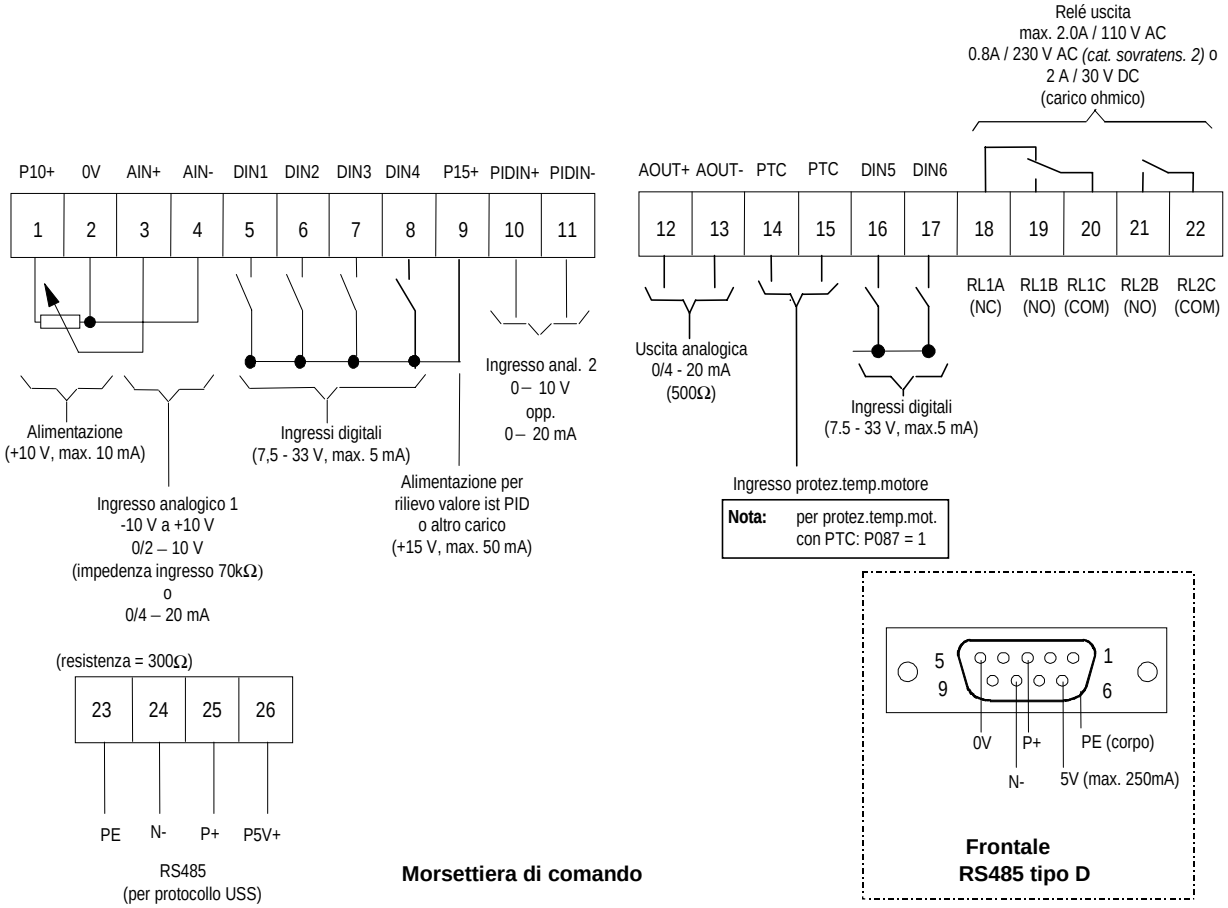

Fig. 2.2.4:Allacciamenti di comando - MICROMASTER Vector
E' necessario un cacciavite con piccola punta (max. 3,5 mm) per aprire e chiudere i morsetti WAGO della morsettiera di comando *(vedi fig. 2.2.4)*. Serrare le viti di allacciamento rete e motore con cacciavite a croce da 4 - 5 mm. La coppia di serraggio degli allacciamenti a morsetto è 1,1 Nm. Quando tutti i cavi di potenza e di comando necessari siano stati allacciati:
15. Allacciare cavi di comando, come indicato nelle figure 2.2.4 e 2.2.6.
11. Allacciare i cavi di comando, come indicato nelle figure 2.2.4 e 2.2.6.